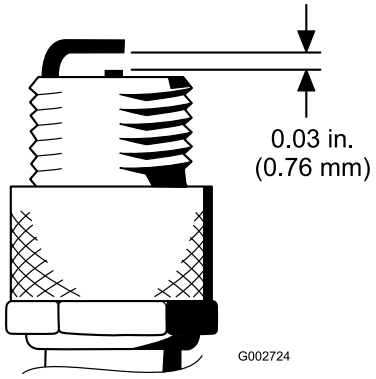

Figur 44
4. Kontrollera att mellanrummet mellan mitt- och sidoelektroderna är 0,76 mm (Figur 44).